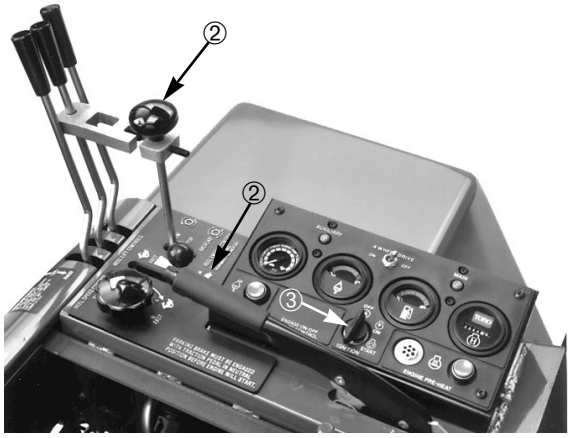

**Bild 14**
**2.** Auf dem Fahrersitz Platz nehmen und die Feststellbremse aktivieren (Bild 14). Den Zündschlüssel drehen und versuchen, den Motor anzulassen, während der Mähen-/Schärfenhebel (Bild 14) sowohl auf MÄHEN wie auf SCHÄRFEN gestellt wird. Wenn sich der Motor drehen läßt, hat sich eine Fehlfunktion eingestellt, die unverzüglich zu beheben ist. Läßt sich der Motor nicht drehen, funktioniert der Antriebssicherheitsschalter einwandfrei.
**3.** Auf dem Fahrersitz Platz nehmen und die Feststellbremse (Bild 14) aktivieren. Den Schlüssel drehen und versuchen, den Motor anzulassen, während der Mähen-/Schärfenhebel (Bild 14) auf STOP steht. Läßt sich der Motor drehen, hat sich eine
**4.** Die Feststellbremse (Bild 14) aktivieren, den Motor anlassen und die Schnittwerke absenken. Den Mähen-/Schärfenhebel (Bild 14) auf MÄHEN stellen. Den Sitz verlassen. Der Motor muß in wenigen Sekunden abwürgen, wodurch auf die korrekte Funktion des Sicherheitssystems hingewiesen wird. Den Sitz gleichfalls verlassen, während der Hebel auf SCHÄRFEN steht. Dann muß der Motor zum Stillstand kommen, wodurch auf die korrekte Funktion des Sicherheitssystems hingewiesen wird. Wenn der Motor nicht abwürgt, hat sich eine Fehlfunktion eingestellt, die unverzüglich zu beheben ist.